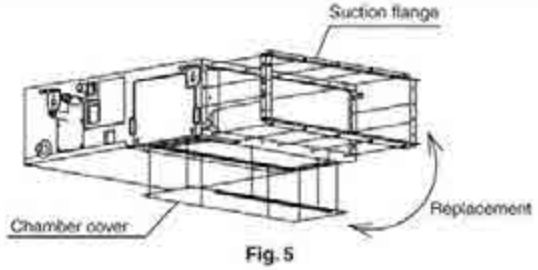

Fig. 5
(6) In the case of changing the preset suction to underside suction, replace the chamber cover and the suction flange. (Refer to Fig. 5)